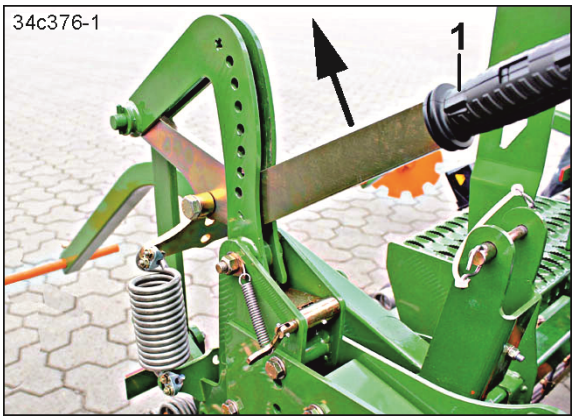

Fig. 149
4. Den Hebel (Fig. 149/1) in Pfeilrichtung ziehen.